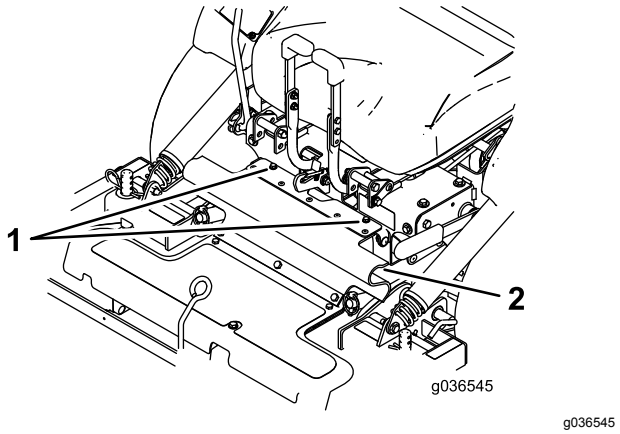

Figuur 8
3. Maak de bouten los die aan de rubberen kap zijn bevestigd (Figuur 8).
3. Monteer de rubberen kap met de bouten (Figuur 8).